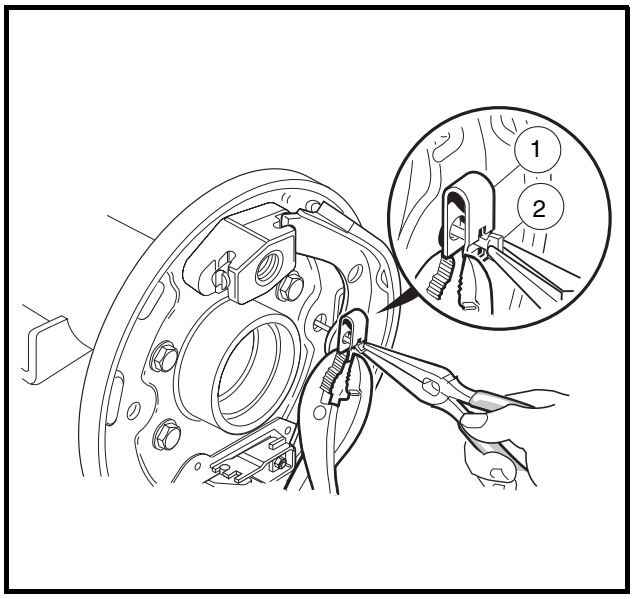

Figure 6-24 Retainer Clip
2. Install shoe retainer clip (1), using pliers to compress clip while turning clip retainer pin (2) into position **(Figure 6-24, Page 6-11)**.